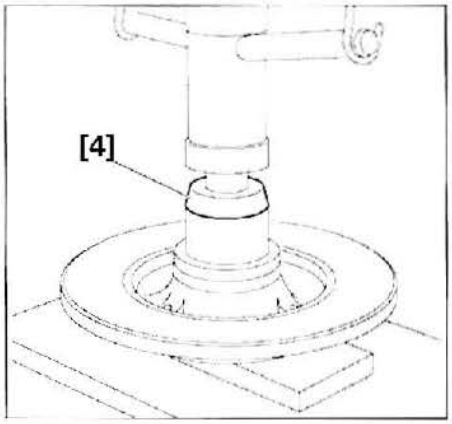

FIG. 32
• Colocar el útil [4] (eje guía ref. 9501-T.D5) **(fig. 32).**